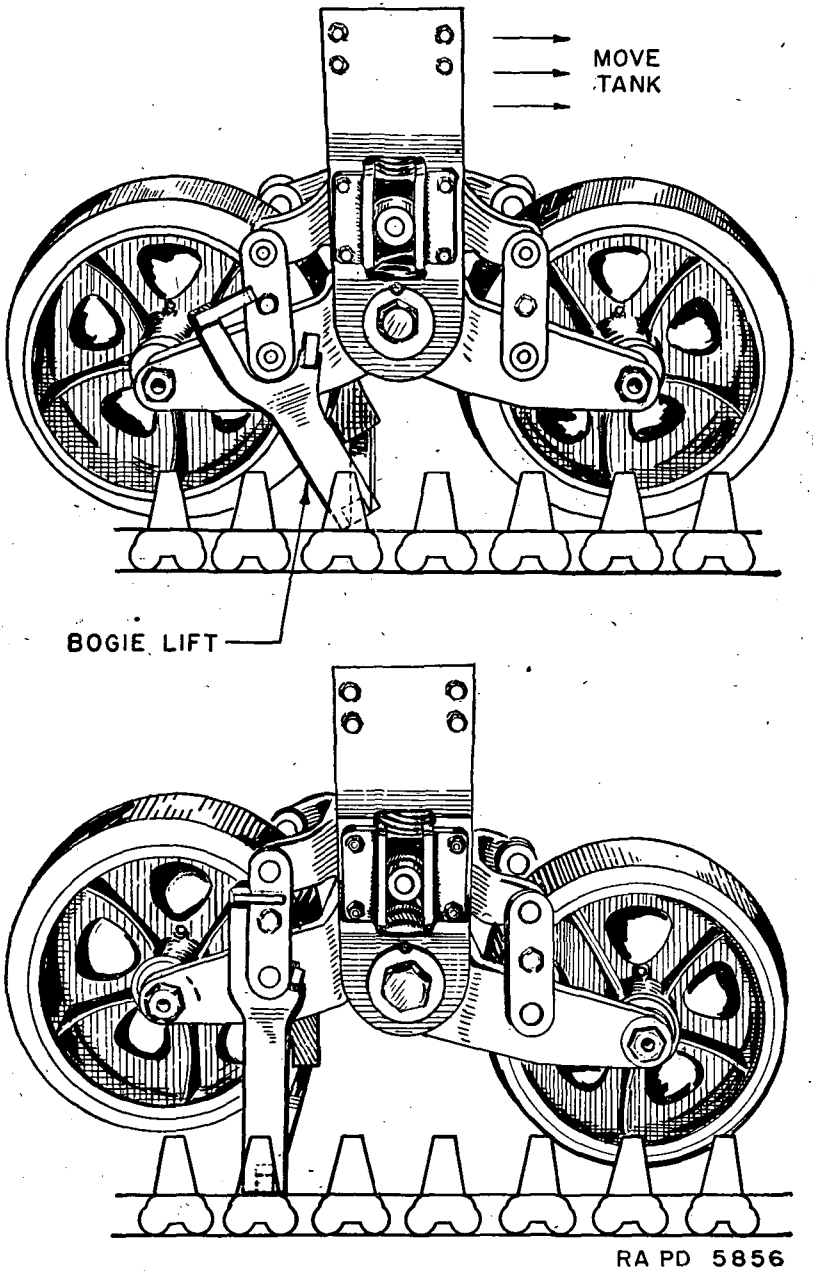

FIGURE 71.—Use of bogie lift to raise wheel for removal.
1. Place bogie lift on track (fig. 71) and roll vehicle slowly toward it until lift is vertical.